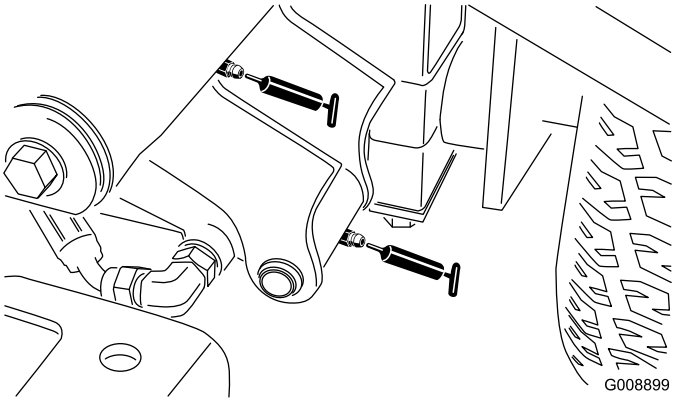

Figuur 55
- Draaipunt van voorste hefarm links en hefcilinder (2) (Figuur 55)